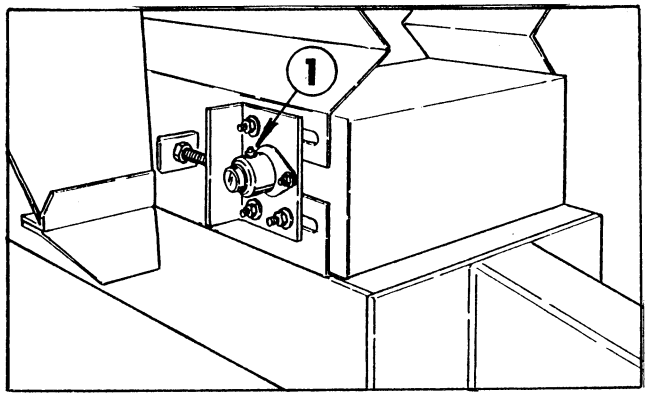
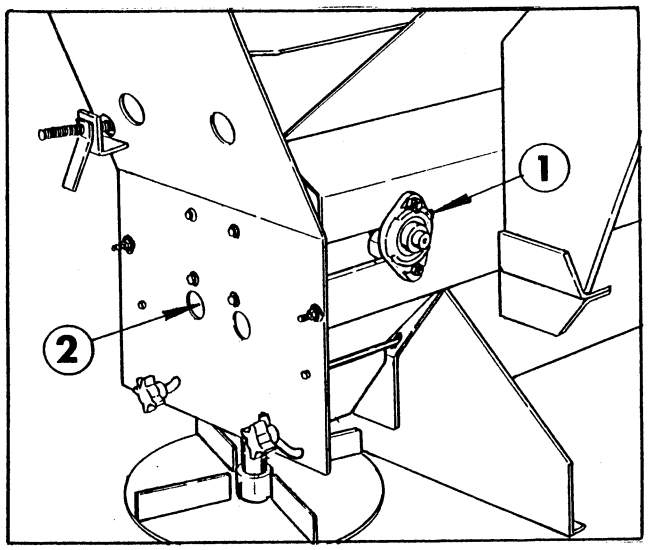

FIG. 15
FIG. 16
1. Use a hand gun with a good grade of all-purpose grease to lubricate through the zerks as shown in FIG. 15 and FIG. 16.